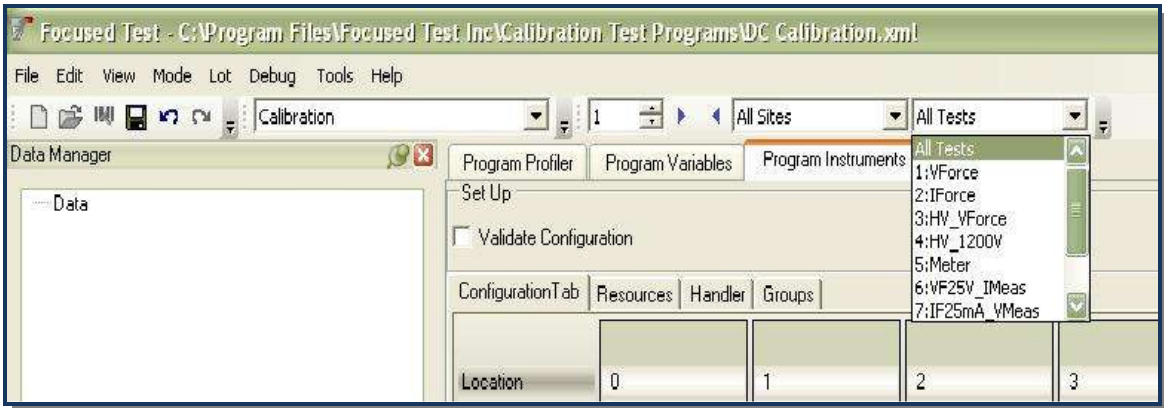
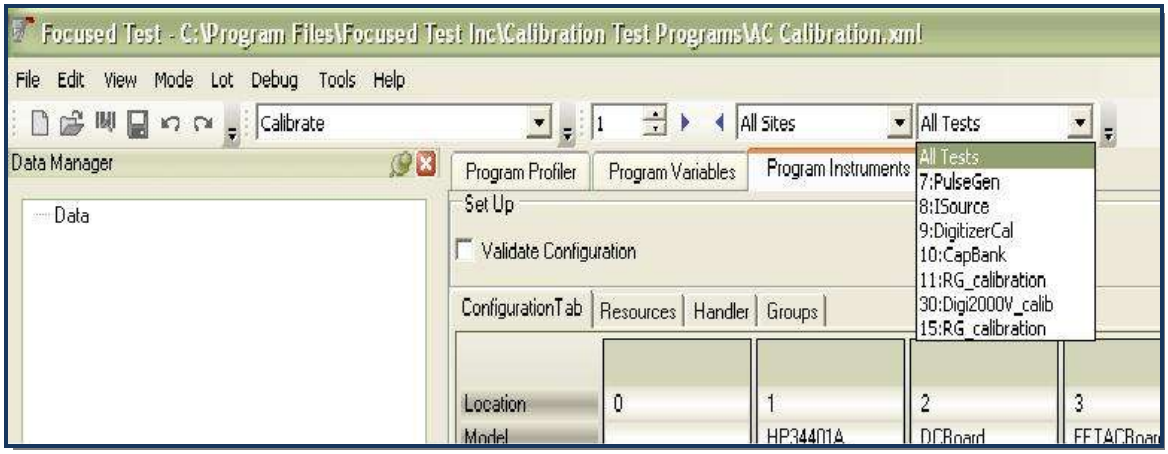

**Figure 3.4.3A** DC Board Calibration
**Figure 3.4.3B** AC Board Calibration
2. Open the pull down menu found at the right side to select the Calibration tests you want to run. It is recommended to run each test individually and in order as some tests depend on the results from previous tests to run correctly. Refer to Figure 3.4.3A and Figure 3.4.3B for the DC and AC Calibration tests.